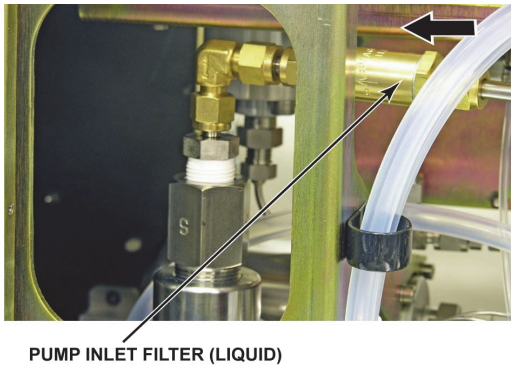
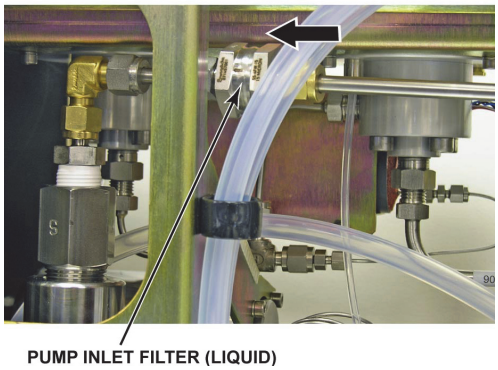

Figure 1: Previous Pump Supply Filter P/N 3068879 (103727)
Figure 2: New Pump Supply Filter P/N 3138000 (102808)
❺ Using 9/16 in. and 3/4 in. wrenches, loosen both sides of the existing pump filter 3068879 (103727) and short tube union that connects it to the pump inlet fitting. ***Note direction of existing filter!*** See **Figure 1.**
❻ Remove old filter 3068879 (103727) and tube union.
❼ Using 9/16 in. and 1 in. wrenches, install the new Filter Kit P/N 3401429. See **Figure 2.**
❽ Tighten fittings.
❾ If the PPCH has a Lo Q-RPT, set the system back to a normal position. Reconnect electrical power and drive air. Power up the PPCH.
❿ Perform pump prime procedure (see PPCH Operation and Maintenance Manual Section 5.10.1). Check filter connections for leaks.